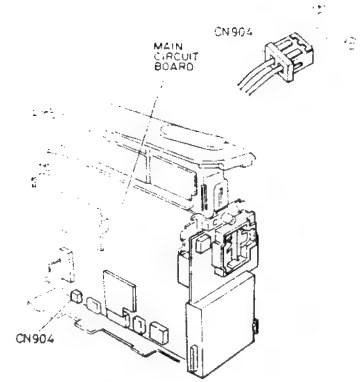

Fig. 2-14
If an electric circuit system defective, disconnect connector CN904 from the main circuit board and apply 3V DC to the connector (female). Unloading can now be done. (See Fig. 2-14)
7) Remove the DC power supply (DC3V) from CN904. (See Fig. 2-14)